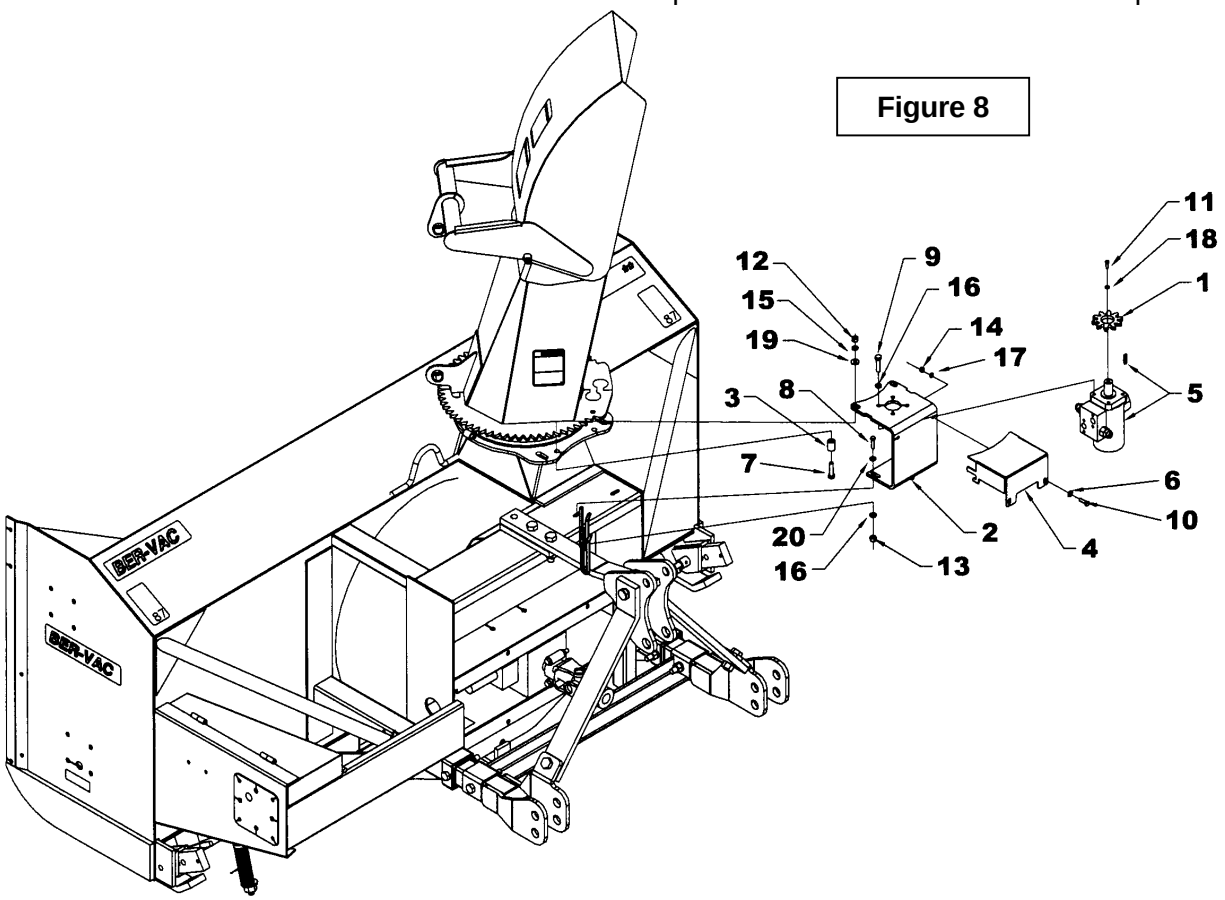

Figure 8
5. Cut the guard a second time leaving the same distance between the end of the guard and the end of the shaft as existed before. To obtain the proper distance "A" shown on Figure 8, cut the guard according to the following table:
Hydraulic Rotation by Motor – 8164A *(Figure 8)*